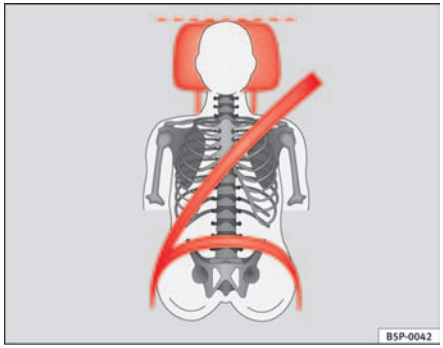
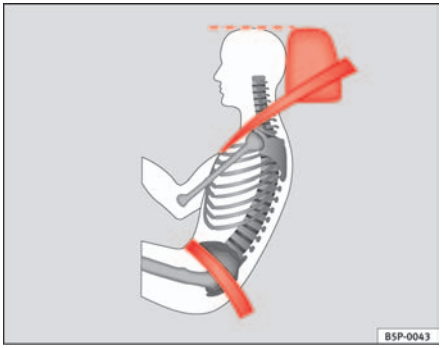

Fig. 68 Viewed from in front: Properly adjusted head restraints and proper belt adjustment
Fig. 69 Viewed from side: Properly adjusted head restraints and proper belt adjustment
– Adjust the head restraint so that its upper edge is at the same level as the top of your head, or as close as possible to the same level as the top of your head and, as a very minimum at eye level ⇒ fig. 68 and ⇒ fig. 69.